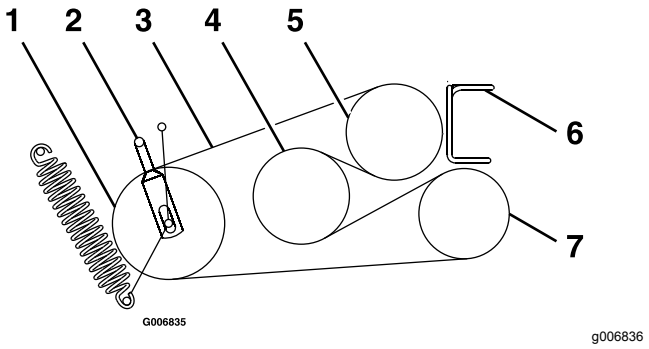

Figuur 60
6. Maak de riemgeleiders los: **A** en **B** (Figuur 60).
8. Plaats de nieuwe riemen op de poelies zoals in Figuur 60.